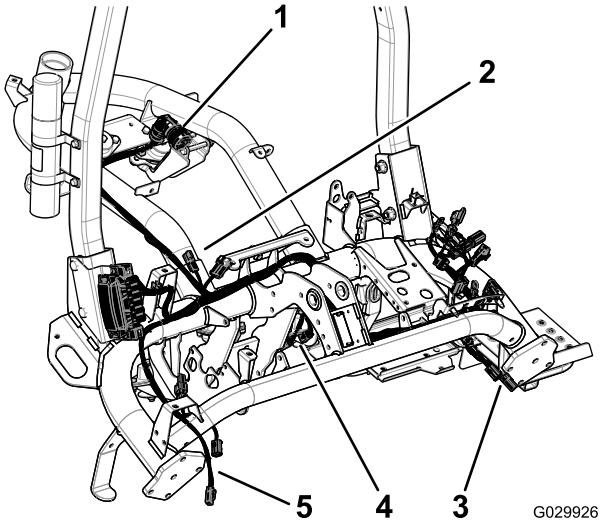

Figura 8
10. Conecte los terminales correspondientes a los motores de los molinetes (Figura 8).